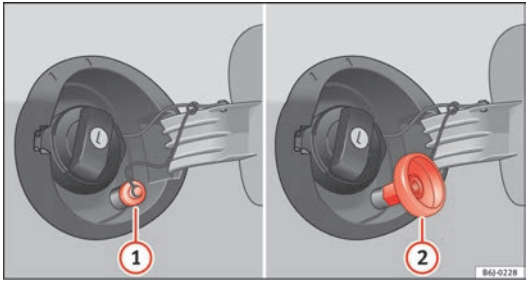

Fig. 131 Fuel tank open with LPG filler neck and adapter
– Unscrew the cap of the gas filler neck ⇒ Fig. 131 (1).
– Screw the required adapter ⇒ Fig. 131 (2) on the gas filler neck (1).
– Unscrew the adapter ⇒ Fig. 131 (2).
– Screw on the cap of the gas filler neck ⇒ Fig. 131 (1).